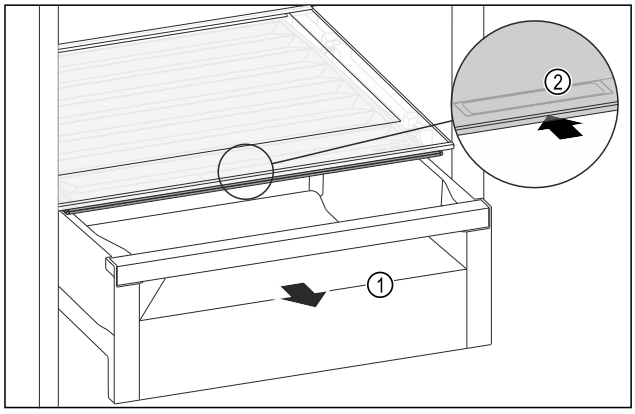

Fig. 138
▶ Pull out the drawer *Fig. 138 (1)*.
▶ Grasp the recessed grip *Fig. 138 (2)* on the compartment lid and push the compartment lid backwards at the same time.